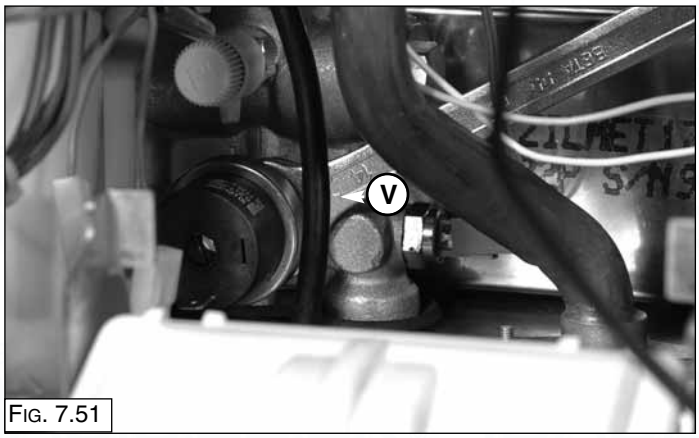

Fig. 7.51
2. Loosen the nut **"V"** (Fig 7.51);